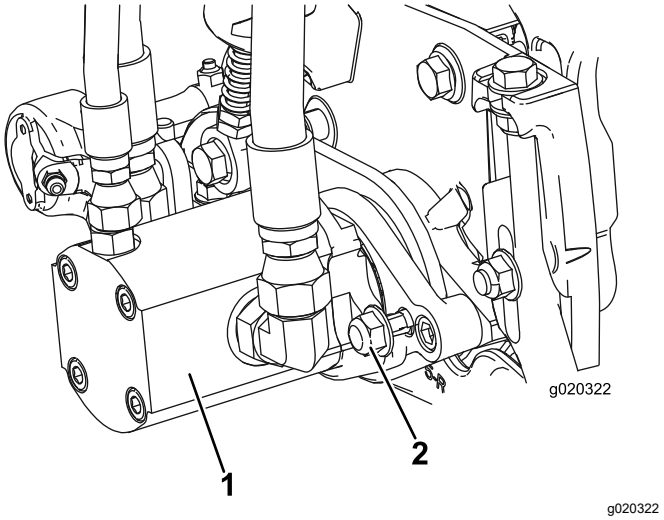

Figur 10
15. Installer motoren ved å rotere den med klokken slik at motorflensene går klar av låsemutterene (Figur 10). Roter motoren mot klokken til flensene omringer mutterene , og trekk deretter til mutrene.